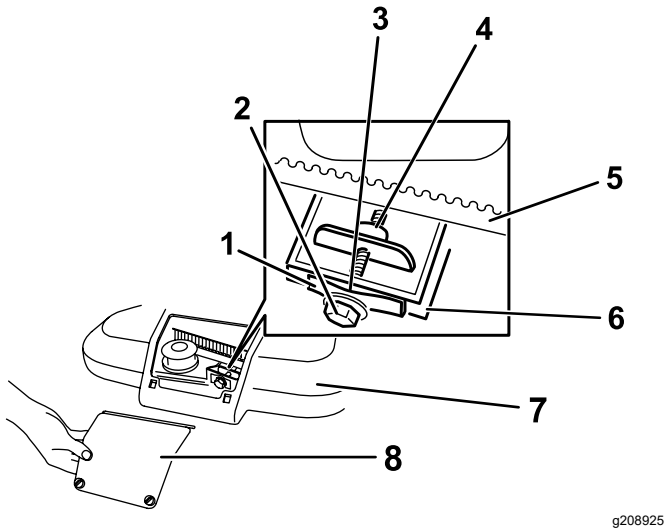

Figura 32
1. Afloje los 2 cierres de cuarto de vuelta del panel de acceso a la cubierta de la correa y retire el panel (Figura 32).
Nota: Si hay un espacio visible entre la galga y el muelle, apriete el perno de ajuste y la contratuerca hasta que la galga apenas pueda deslizarse libremente por el espacio (Figura 32).